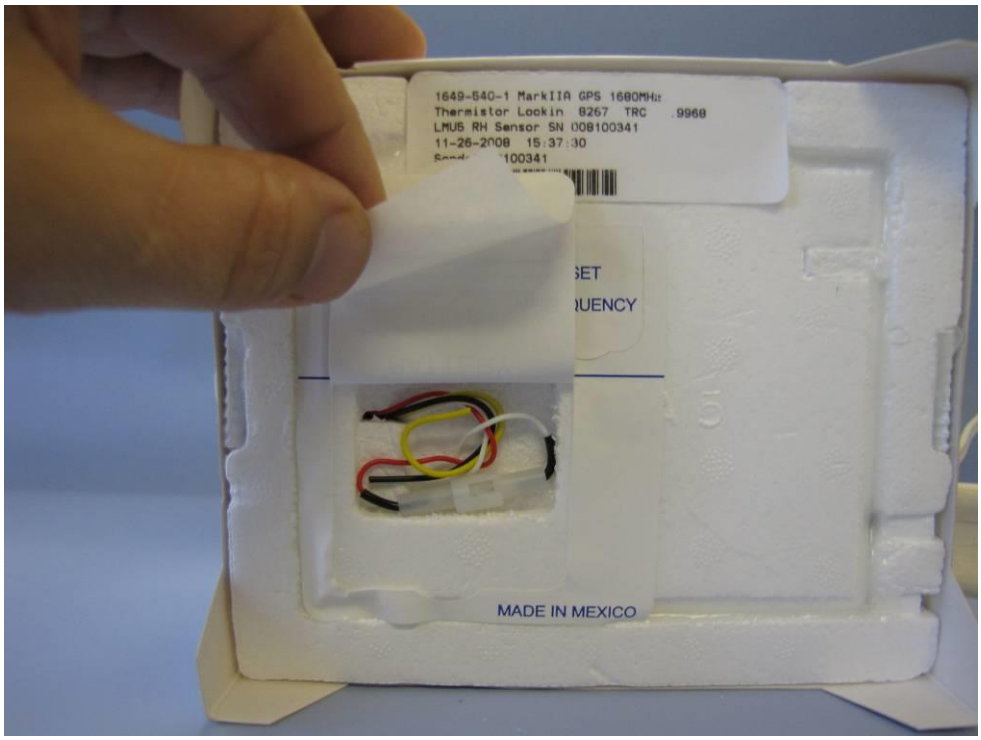

Figure 5 – Preparing the wires for flight
3.2 If powering the radiosonde for flight, connect the red and white wires. See figure 5.
3.4 Tuck all of the wires into the sonde. Remove the paper backing from the back of the “Battery” flap and close. Run finger across the flap to seal. See figure 5.